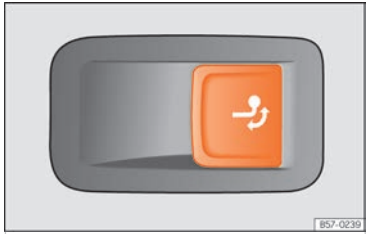

Fig. 184 Al costat dret del maleter: tecla per desbloquejar el ganxo de remolc.
- Estireu la tecla ››› fig. 184 breument. El ganxo de remolc es desbloqueja elèctricament i es gira automàticament cap a fora. L'indicador de control de la tecla fa pampallugues.
- Estireu la tecla ››› fig. 184 breument. El ganxo de remolc es desbloqueja elèctricament.
- **No premeu mai la tecla ››› fig. 184 quan hi hagi un remolc enganxat o hi hagi muntat un portaequipatges o altres accessoris sobre el ganxo de remolc.**